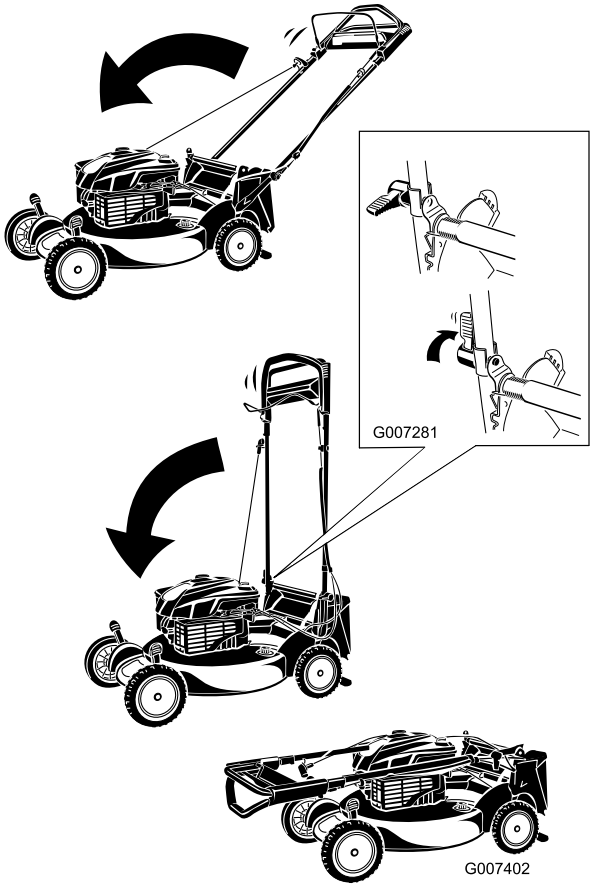

Figuur 43
1. Draai de handgreep naar voren (Figuur 43).